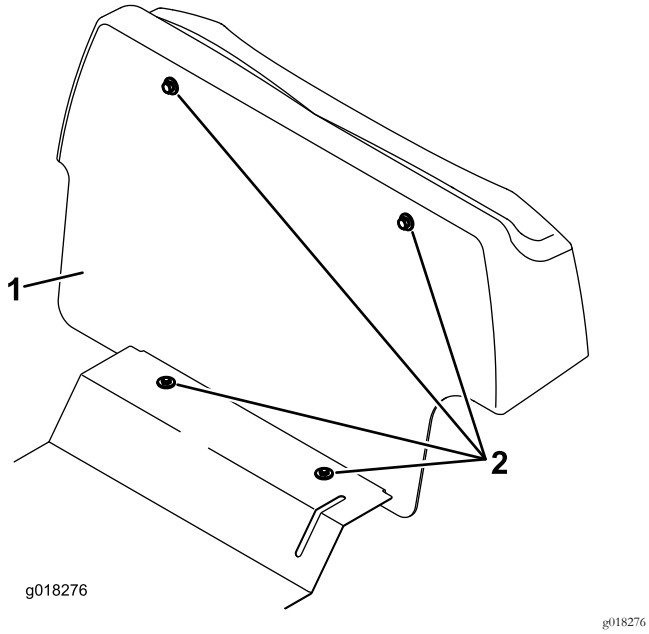

Figure 1
3. Déposez le tablier derrière le siège de l'utilisateur en dévissant les 4 boulons (Figure 1).